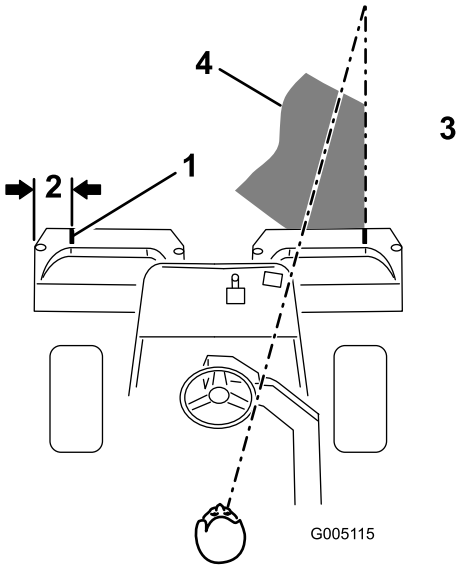
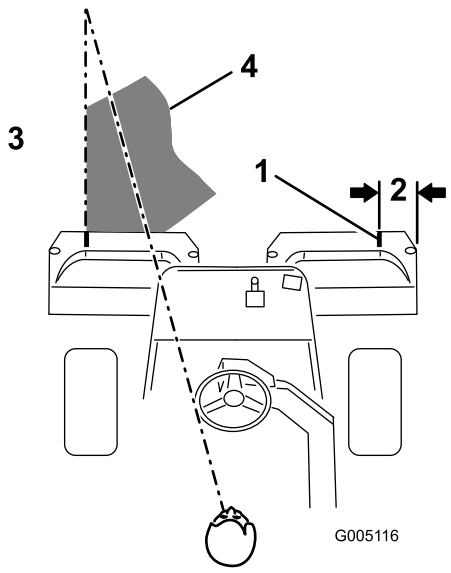

Figura 29
Figura 30
2. Coloque un trozo de cinta blanca o pinte una raya en cada recogedor, paralelo al borde exterior de cada uno (Figura 29).
3. Debe haber un solape mínimo con las pasadas anteriores. Para ayudar a mantener una línea recta a través del green y mantener la máquina a la misma distancia de la pasada anterior, establezca una línea imaginaria aproximadamente de 1,8 a 3 m por delante de la máquina hasta el extremo de la parte no segada del green (Figura 29 y Figura 30). Puede ser útil incluir el borde exterior del volante como parte de la línea imaginaria, es decir, mantener el borde del volante alineado con un punto que se mantiene siempre a la misma distancia de la parte delantera de la máquina (Figura 29 y Figura 30).